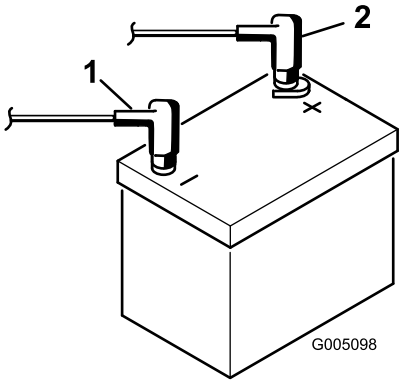

Figur 8
8. Slut pluskablet (rødt) til pluspolen (+) og minuskablet (sort) til minuspolen (–) på batteriet, og fastgør dem med bolte og møtrikker (Figur 8). Skyd gummikappen ind over pluspolen for at forhindre eventuel kortslutning.